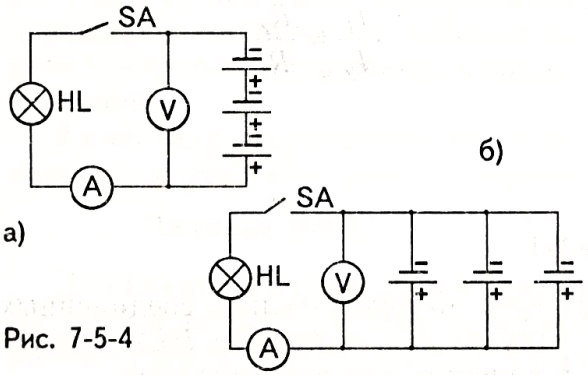

Рис. 7-5-4
1. Соедините три элемента последовательно (рис. 7-5-4, а) и, повторив задания, указанные в пунктах 1, 2, 3 задания 5-8-1, измерьте их общую ЭДС и вычислите общее внутреннее сопротивление батареи.
2. Повторите эти же исследования, соединив эти же элементы параллельно (рис. 7-5-4, б).